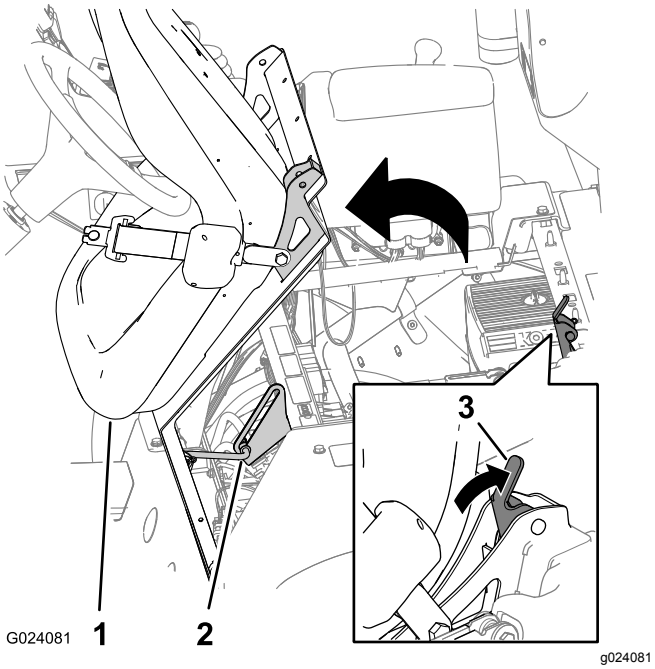

Figur 3
2. Lås sædet op ved at skubbe sædelåshåndtaget bagud (Figur 3).
3. Drej sædet og sædepladen fremad, indtil enden af støttepinden på støttepindens beslag er placeret i bunden af hullet på beslaget (Figur 3).